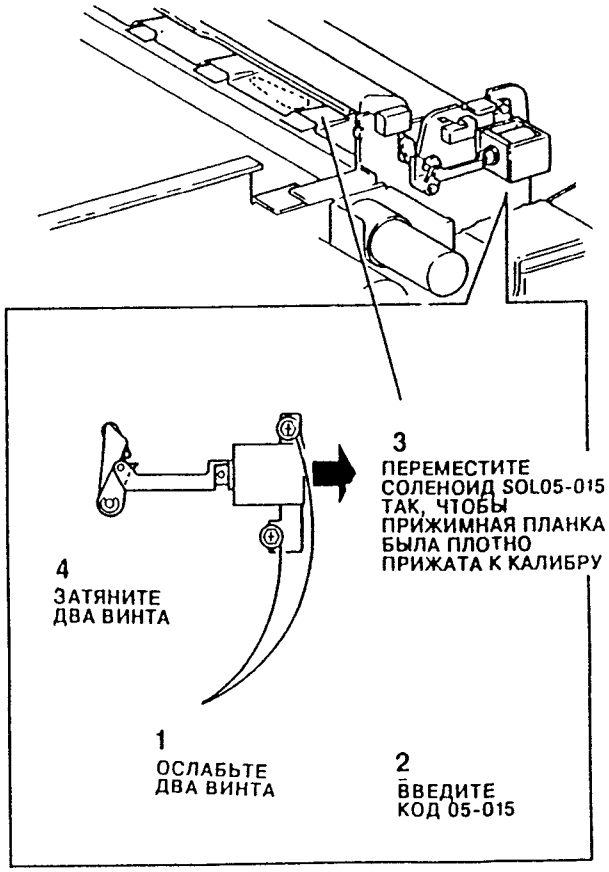

Рис. 5. Настройка зазора
4. Установите правильную величину давления (смотрите Рис. 5), при этом следует обратить внимание на следующие моменты: